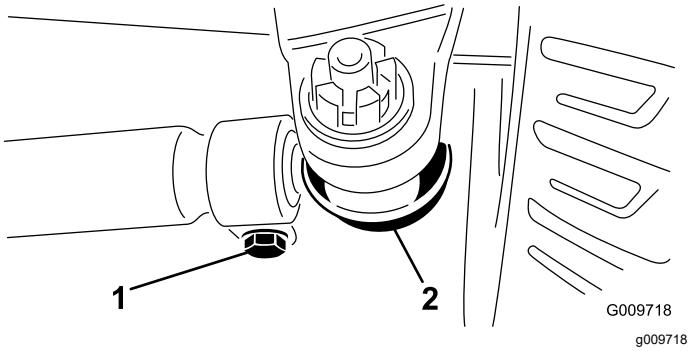

Figur 109
3. Du kan justere afstanden ved at fjerne låseclipsen og møtrikken fra hver forbindelsesstangs kugleled (Figur 109). Fjern forbindelsesstangens kugleled fra akselhusets holder.
4. Løsn klemmerne i hver ende af forbindelses-stængerne (Figur 109).